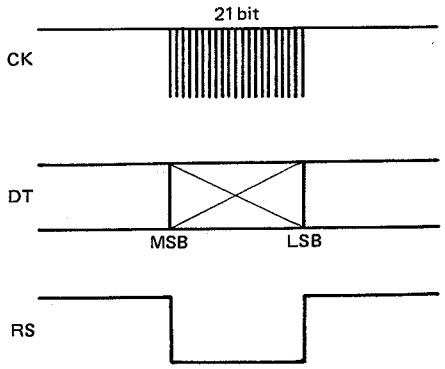

Fig. 11 PLL data transfer format
PLL data is supplied from pins P92 (CK), P91 (DT), and P90 (RST) of the microprocessor. **Fig. 11** shows the data transfer format. **Fig. 12** shows the data configuration.